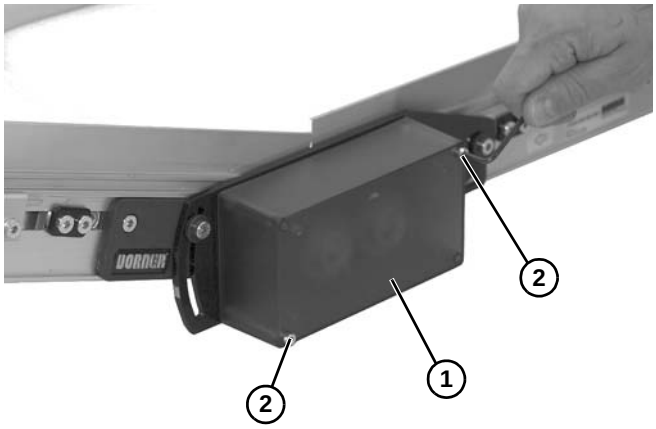

Figure 83
12. Installer le couvercle **(Figure 83, élément 1)** et les deux vis **(Figure 83, élément 2)**. Serrer suffisamment les vis pour sécuriser le couvercle.